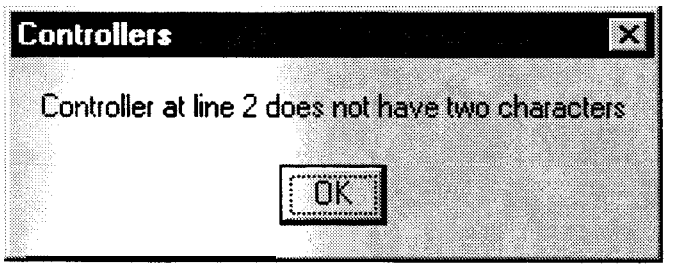

FIGURE 4-86A. CONTROLLER ERROR MSG DIALOG BOX
(1) A controller is identified by a keyboard subset and controller symbol.
(2) Place the cursor in the Controllers box and click. Enter the controller identifier(s). If multiple entries are made, separate each entry with a comma.
(3) Click on the Control Tab to review changes in Selected Parameters box.
(4) This error msg dialog box is displayed if a CID entered is not a digit followed by a letter, or if a CID is preceded or followed by a blank space, or if a space is entered between the digit and letter. (Figure 4-86A.)